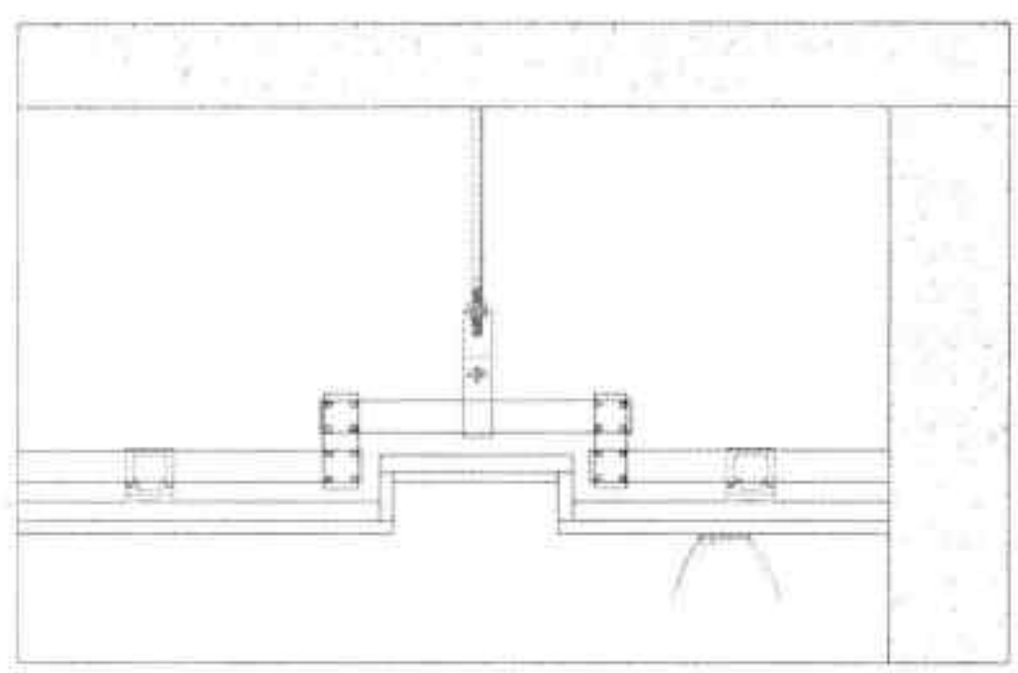

图19-146 填充墙面区域
Step 13 执行“填充”命令，选择适合的图形，对墙面区域进行填充，如图 19-146 所示。